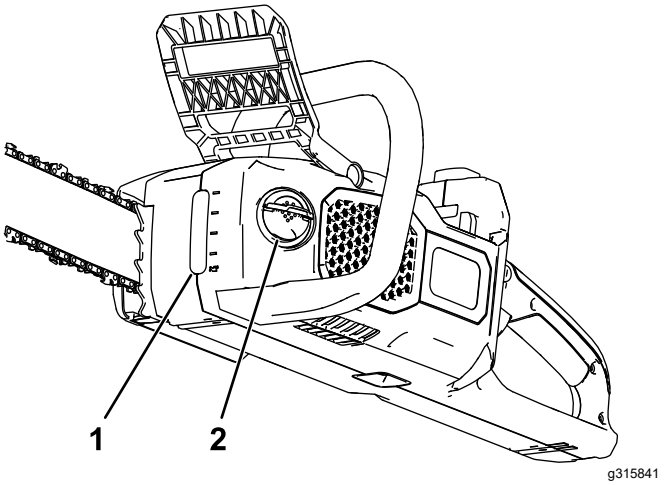

Rysunek 24
2. Sprawdź poziomu oleju we wzierniku. Jeżeli olej nie wypełnia wziernika, uzupełnij olej do prowadnic i łańcuchów wedle potrzeb (Rysunek 24).
4. Wyczyść obszar wokół korka oleju (Rysunek 24).
5. Rozłóż uchwyt nakrętki motylkowej na korku oleju, odkręć olej i wlewaj olej do prowadnic i łańcuchów do piły łańcuchowej aż wypełni zbiornik (Rysunek 24).